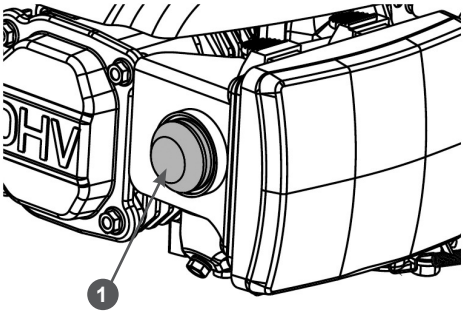

Рис. 11 Расположение ручного топливного насоса
3. Для запуска холодного двигателя нажмите три раза на ручной топливный насос 1 (Рис. 11). При запуске прогретого двигателя нажмите на ручной топливный насос один раз.